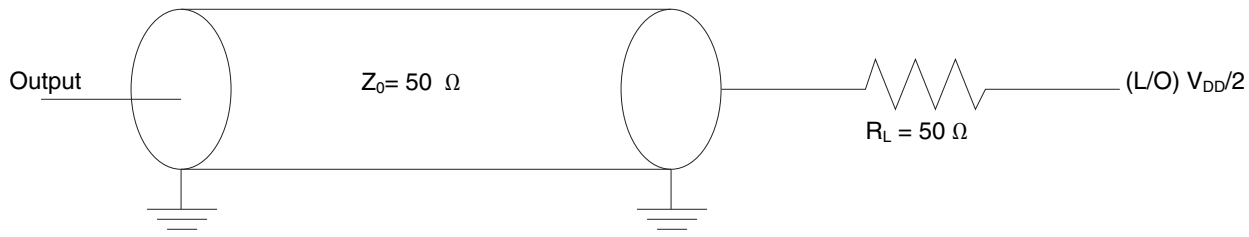

Figure 33. Flextimer AC test load
2. See Figure 33. on page 113.